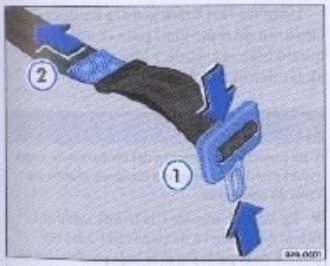

Fig. 17 Cinturón subabdominal
– Presione la lengüeta conforme ilustrado ⇒ fig. 17 ① -flechas- y alargue totalmente el cinturón.
– Apriete la lengüeta contra el cierre y tire de la extremidad ⇒ fig. 17 ② hasta alcanzar una holgura máxima de 3 dedos (5 cm) en la región subabdominal.